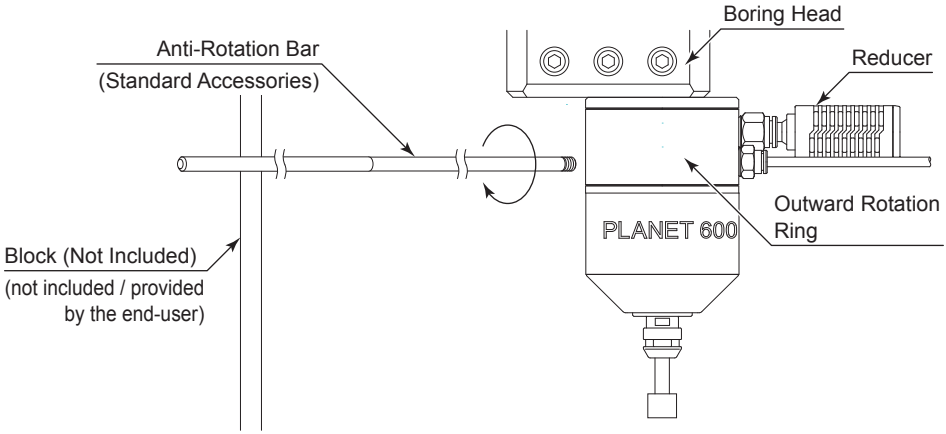

Fig. 11
② Thread the Anti-Rotation Bar into the Outward Rotation Ring of the Air Turbine Spindle before use. Refer to Fig. 11.